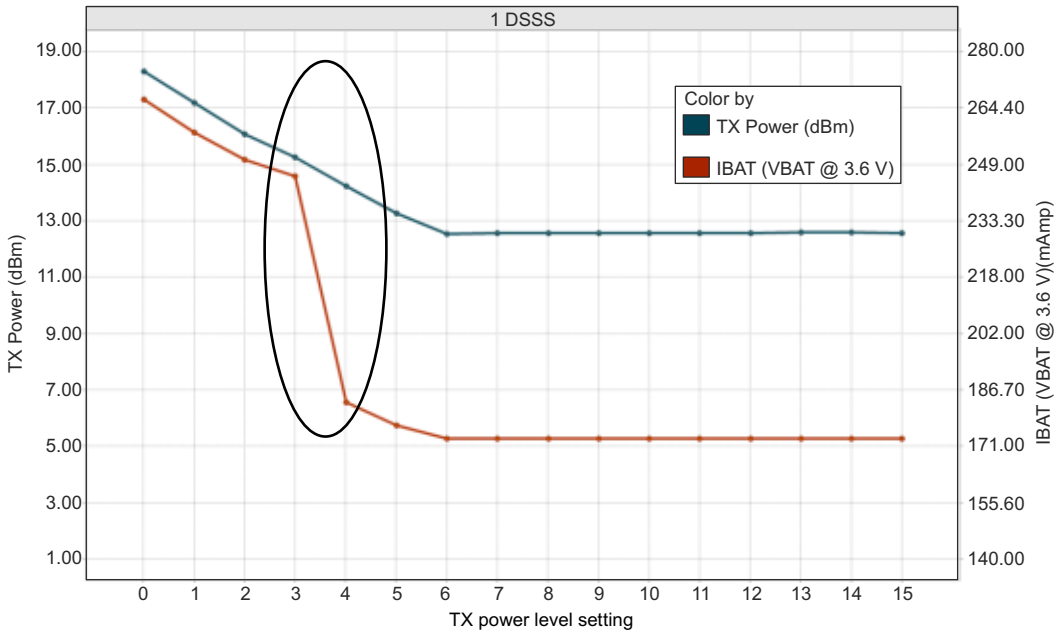
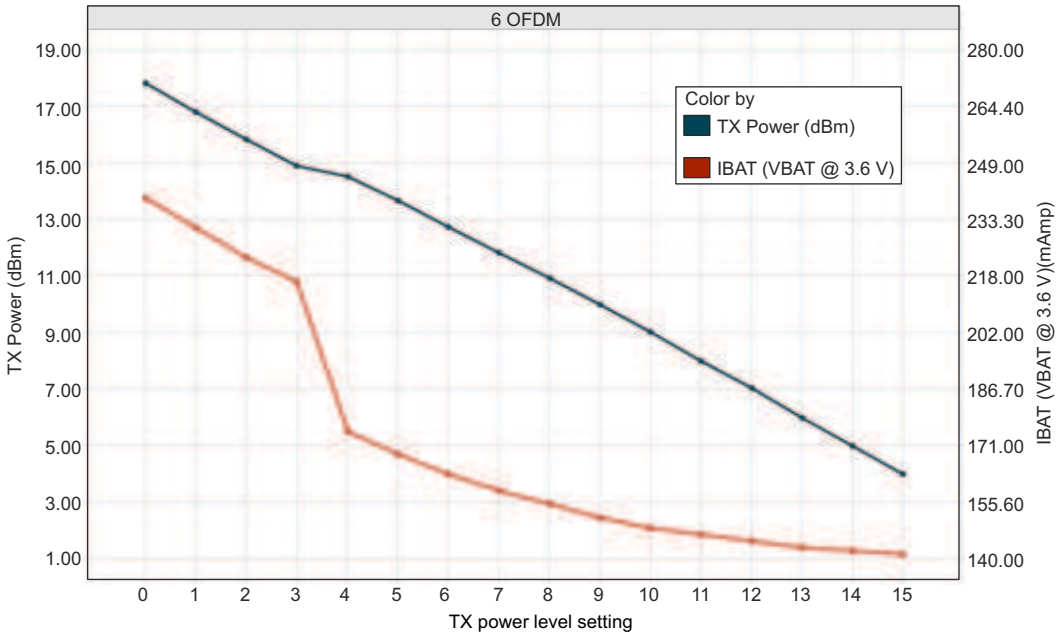
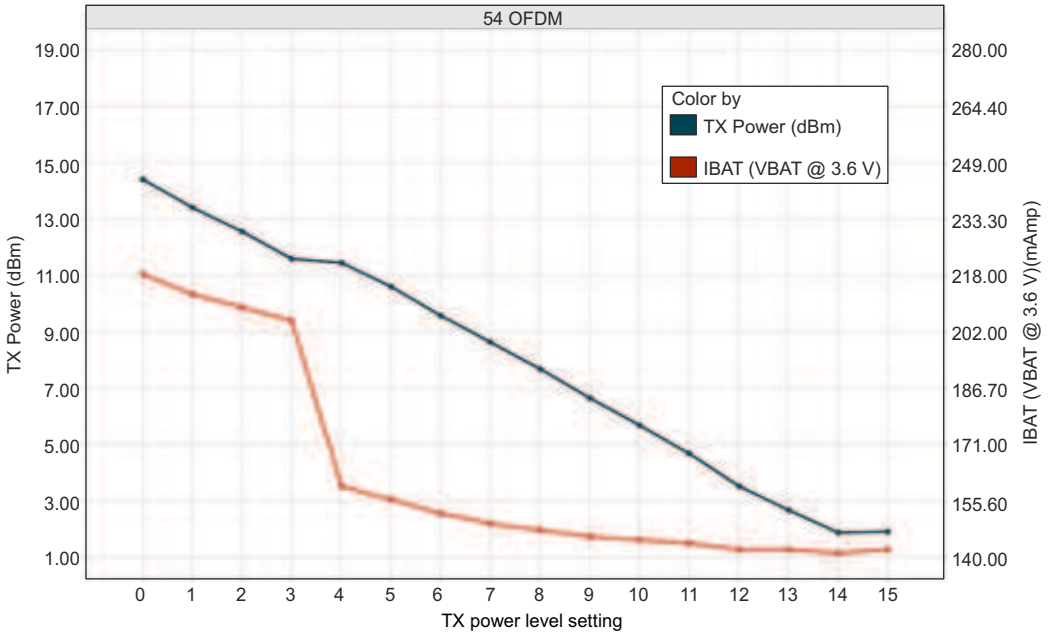

Figure 8-1. TX Power and IBAT vs TX Power Level Settings (1 DSSS)
Figure 8-2. TX Power and IBAT vs TX Power Level Settings (6 OFDM)
Figure 8-3. TX Power and IBAT vs TX Power Level Settings (54 OFDM)
(1) TX power level = 0 implies maximum power (see Figure 8-1, Figure 8-2, and Figure 8-3). TX power level = 4 implies output power backed off approximately 4 dB.
(2) CC3220MODx and CC3220MODAx are constant, power-source systems. The active current numbers scale based on the V_{BAT} voltage supplied.
(3) DTIM = 1
(4) The LPDS number of reported is with retention of 256KB of MCU SRAM. The CC3220MODx and CC3220MODAx modules can be configured to retain 0KB, 64KB, 128KB, 192KB, or 256KB of SRAM in LPDS. Each 64-KB block of MCU retained SRAM increases LPDS current by 4 µA.
(5) The complete calibration can take up to 17 mJ of energy from the battery over a time of 24 ms. In default mode, calibration is performed sparingly, and typically occurs when re-enabling the NWP and when the temperature has changed by more than 20°C. There are two additional calibration modes that may be used to reduced or completely eliminate the calibration event. For further details, see *CC3x20 SimpleLink™ Wi-Fi® and Internet of Things Network Processor Programmer's Guide*.
(6) The RX current is measured with a 1-Mbps throughput rate.
(3) The RX current is measured with a 1-Mbps throughput rate.
(4) DTIM = 1
(5) The LPDS number of reported is with retention of 256KB of MCU SRAM. The CC3220MODx and CC3220MODAx modules can be configured to retain 0KB, 64KB, 128KB, 192KB, or 256KB of SRAM in LPDS. Each 64-KB block of MCU retained SRAM increases LPDS current by 4 µA.
Figure 8-1, Figure 8-2, and Figure 8-3 show TX Power and IBAT versus TX power level settings for the CC3220MODS module at modulations of 1 DSSS, 6 OFDM, and 54 OFDM, respectively. For the CC3220MODSF module, the IBAT current has an increase of approximately 10 mA to 15 mA depending on the transmitted rate. The TX power level will remain the same.
In Figure 8-1, the area enclosed in the circle represents a significant reduction in current during transition from TX power level 3 to level 4. In the case of lower range requirements (14-dBm output power), TI recommends using TX power level 4 to reduce the current.